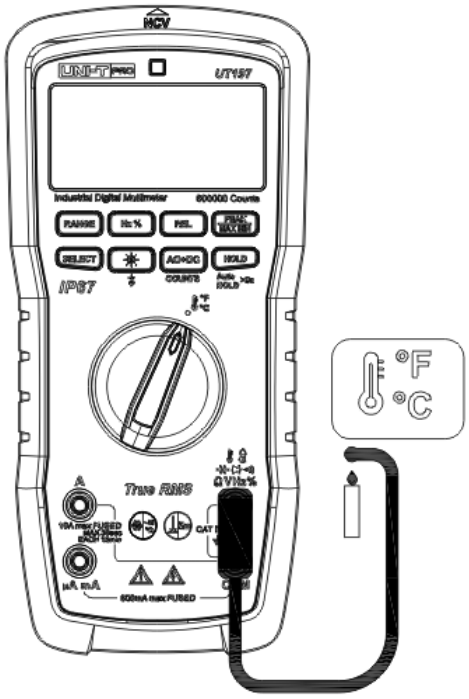

Figura 17
14. Medición de temperatura（Figura 17）